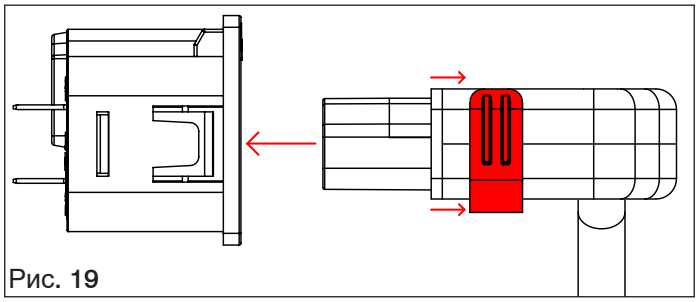

Рис. 19
1. Положение фиксатора в момент подключения (Рис. 19).